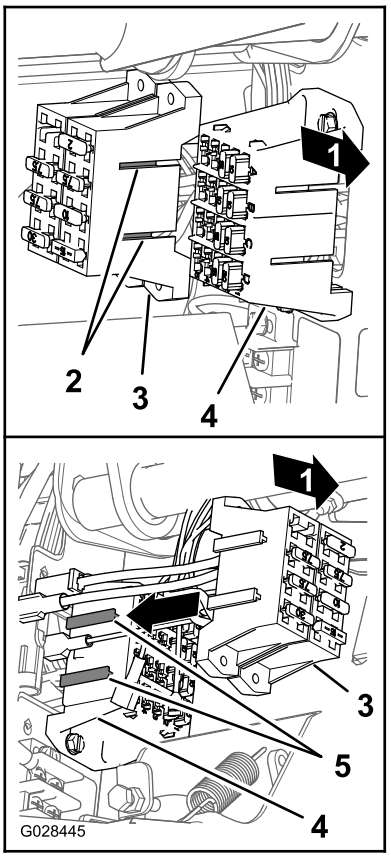

Figur 24
6. Rett inn T-anordningene på sprederens sikringsblokk med T-sporene på maskinens sikringsblokk, og skyv sprederens sikringsblokk inn i sporene til sikringsblokken sitter ordentlig (Figur 24).